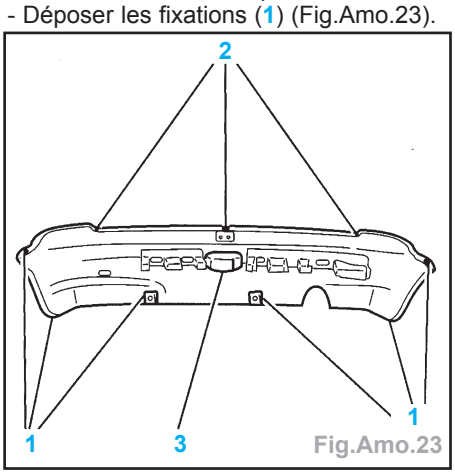

Fig.Amo.23
- Déposer les fixations (1) (Fig.Amo.23).